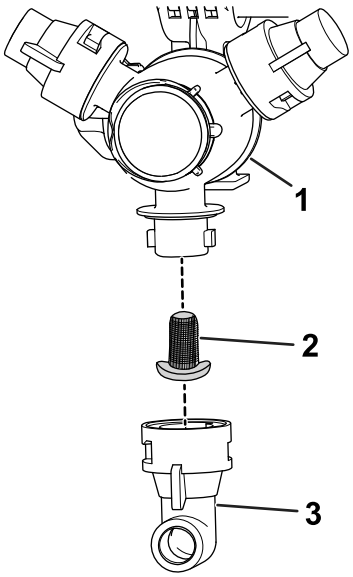

**Figur 57**
2. Ta bort munstycket från spruttornet (Figur 57).
3. Avlägsna munstycksfiltret (Figur 57).
5. Montera munstycksfiltret (Figur 57).
6. Montera munstycket på spruttornet (Figur 57).